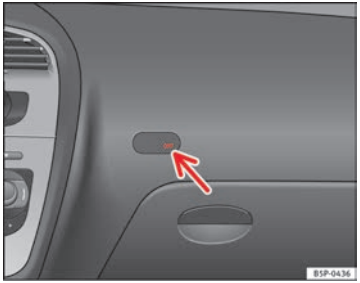

Fig. 27 Control lamp for deactivated front passenger airbag in centre console
– Check that the control lamp, “OFF”, on the instrument panel ⇒ Fig. 27 remains lit when the ignition is switched on ⇒ ⚠.
– Check that the control lamp on the instrument panel ⇒ Fig. 27 *does not* light up when the ignition is switched on ⇒ ⚠.